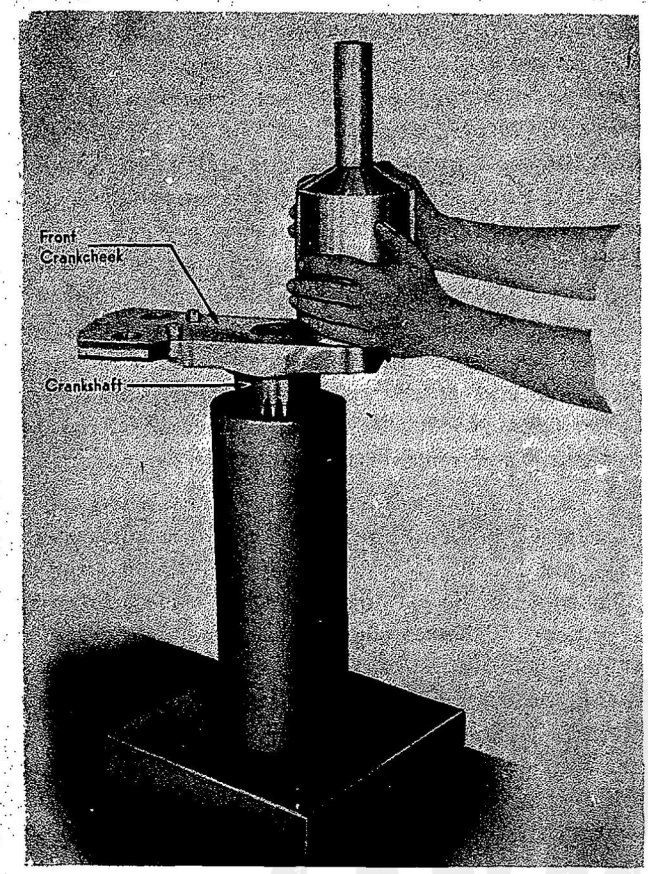

Figure 164—Polishing Crankshaft Front End Adjacent to Crankpin Fillet
e. Install the polishing tool (Tool No. 801333) in the drill press chuck. Insert four pieces of Aloxite No. 320 polishing cloth into slots equally spaced around the tool. Cut away part of the polishing cloth, if necessary, in order to prevent it from bearing on the crankpin shoulder radius. Wrap masking tape or heavy waxed paper around the crankpin in the direction of tool rotation to protect the surface of the crankpin while polishing. Castor oil applied to the crankpin may be used to hold the waxed paper in place. Lower the polishing tool into position over the crankpin, and polish the front crankcheek by turning the tool at a speed of approximately 600 rpm, exerting a moderate pressure of the tool on the work. Refer to Figure 164. A worn cloth is essential for a high finish. Determine the finish obtained in polishing by comparison with the 15 micro-inch finish reference block (Tool No. 801762).